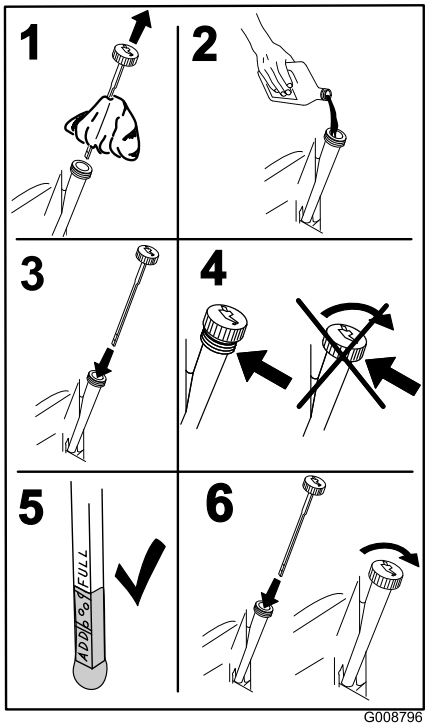

**Figur 45**
5. Slå langsomt cirka 80 % av den spesifiserte oljen ned i påfyllingsrøret, og tilfør sakte resten av oljen til den når **Full**-merket (Figur 45).